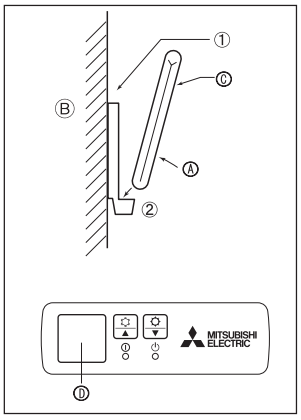

Fig. 6-5
2) Méthode d'installation (Fig. 6-5)
① Attacher le support de la télécommande à l'endroit voulu à l'aide de vis à taraud.
② Mettre la partie inférieure de la télécommande dans le support.